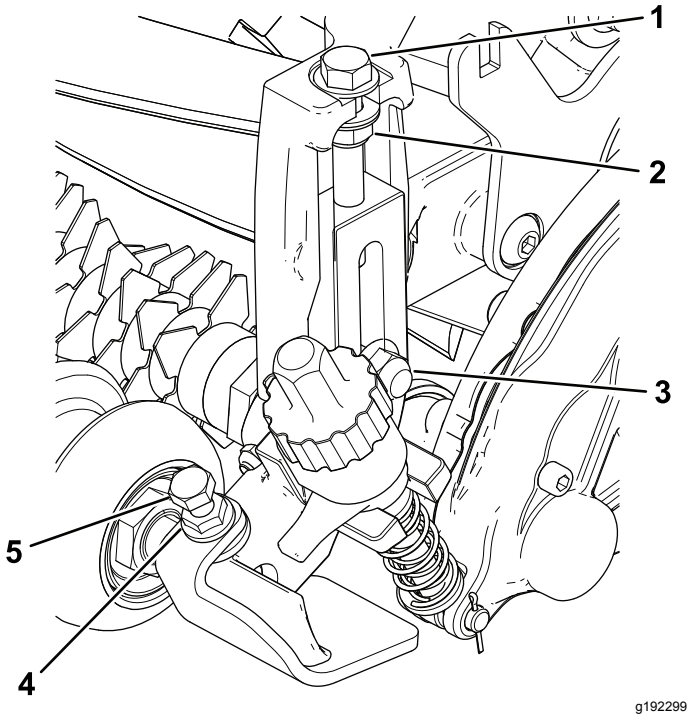

Figur 14
4. Dra åt vagnsskruvarna och låsmuttrarna som håller fast klipphöjdsfästena vid sidoplåtarna (Figur 14).
5. Dra åt låsmuttern på klipphöjdsfästets justerskruv, och lossa sedan låsmuttern ett halvt varv (Figur 14).
6. Placera den främre rullen mitt emellan klipphöjdsfästena och lås den på plats med huvudskruvarna och flänsmuttrarna (Figur 14).